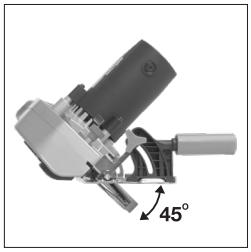

Fig. 8
- Basculez la lame à l'angle désiré **(Fig. 8)**.